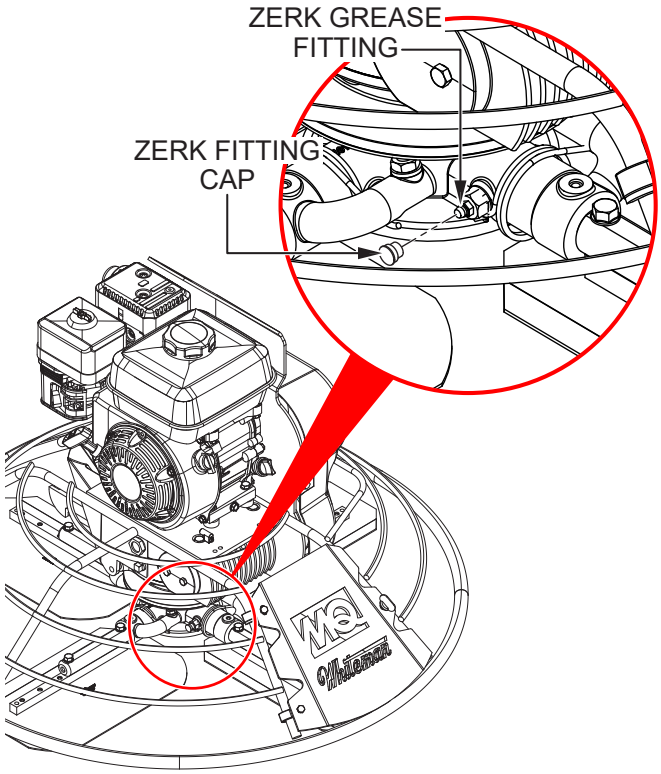

Figure 62. Spider Lubrication
1. Locate one of the Zerk grease fittings on the spider assembly (Figure 62). Remove the Zerk fitting cap and set it aside.